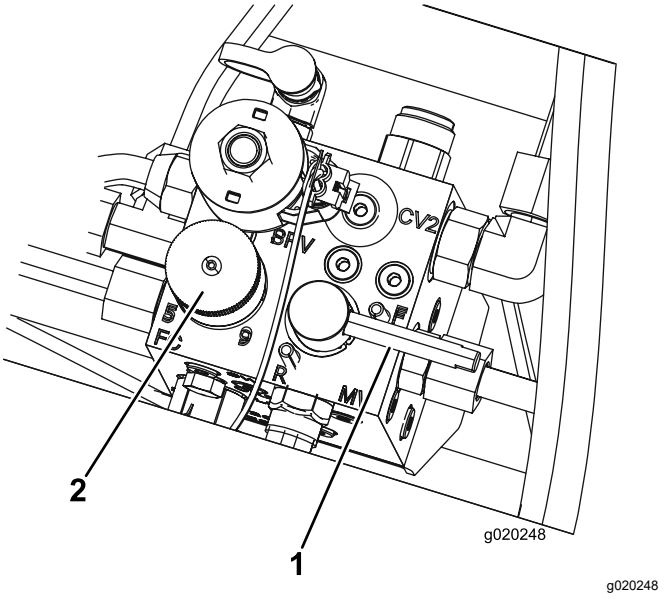

Figuur 99
5. Zet de knop voor de toerentalregeling van de messenkooien op stand 1 (Figuur 99).
6. Zet de wethendel in de achteruitstand (R) (Figuur 99).